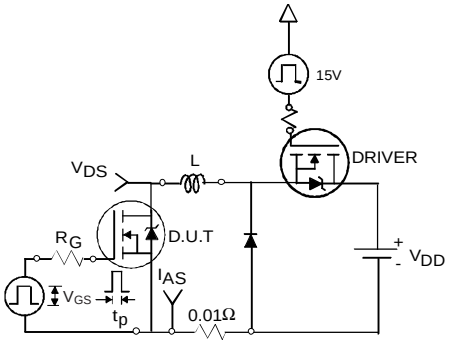

Fig 12a. Unclamped Inductive Test Circuit
③ $I_{SD} \leq$ 104A, di/dt $\leq$ 240A/µs, $V_{DD} \leq V_{(BR)DSS}$, $T_J \leq$ 175°C
④ Pulse width $\leq$ 400µs; duty cycle $\leq$ 2%.
⑤ C_{oss} eff. is a fixed capacitance that gives the same charging time as C_{oss} while V_{DS} is rising from 0 to 80% V_{DSS} .
⑥ Limited by T_{Jmax} , see Fig.12a, 12b, 15, 16 for typical repetitive avalanche performance.
⑦ This value determined from sample failure population. 100% tested to this value in production.
3. Equation below based on circuit and waveforms shown in Figures 12a, 12b.